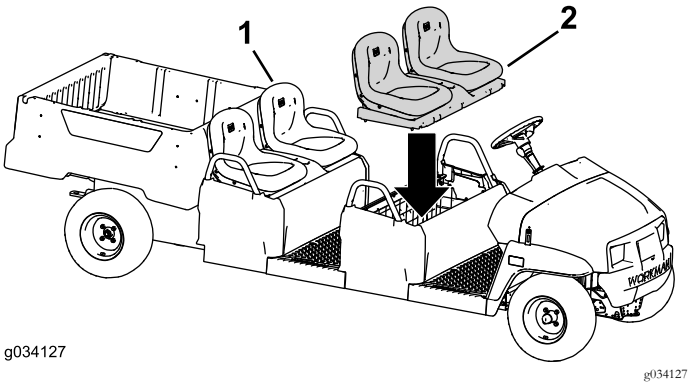

Bild 52
2. Bauen Sie den Originalsitz an der hinteren Sitzreihe ein (Bild 52).
3. Bauen Sie den Sitz an der vorderen Sitzreihe ein (Bild 52).